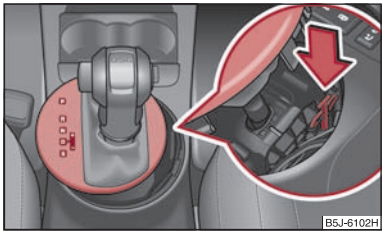

Fig. 99 Selector lever-emergency unlocking
– Use the finger to press the yellow plastic part downwards ⇒ fig. 99.